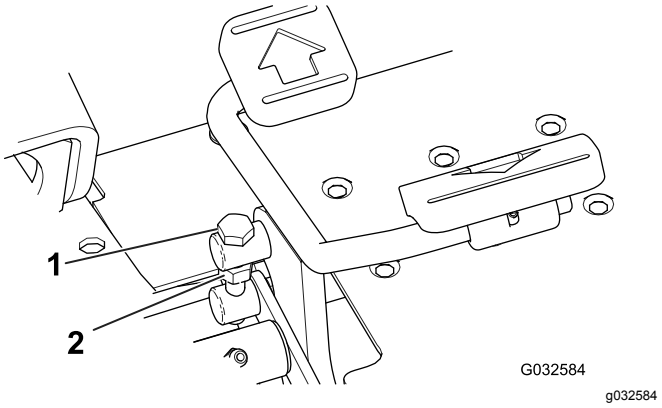

**Figuur 45**
1. Draai de contramoer op de draaitapbout aan de zijkant van het tractiepedaal los (Figuur 45).